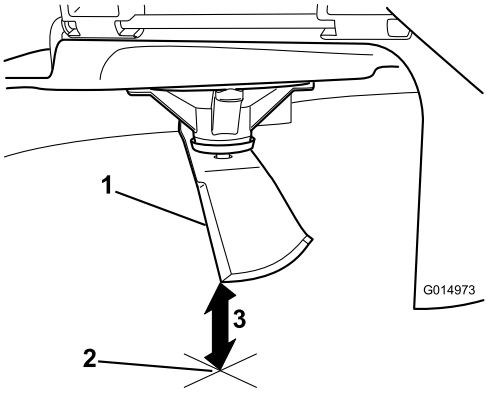

Figur 54
3. Mål fra knivtuppen til den flate overflaten (Figur 54).